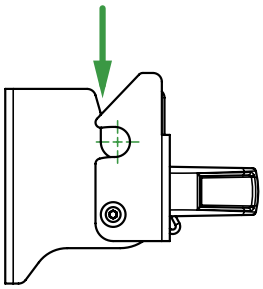

FIGURA 1
- Acerque la barra posterior de la silla hacia la abertura de anclaje del cierre que se encuentra en la parte superior de éste (ver figura 1).